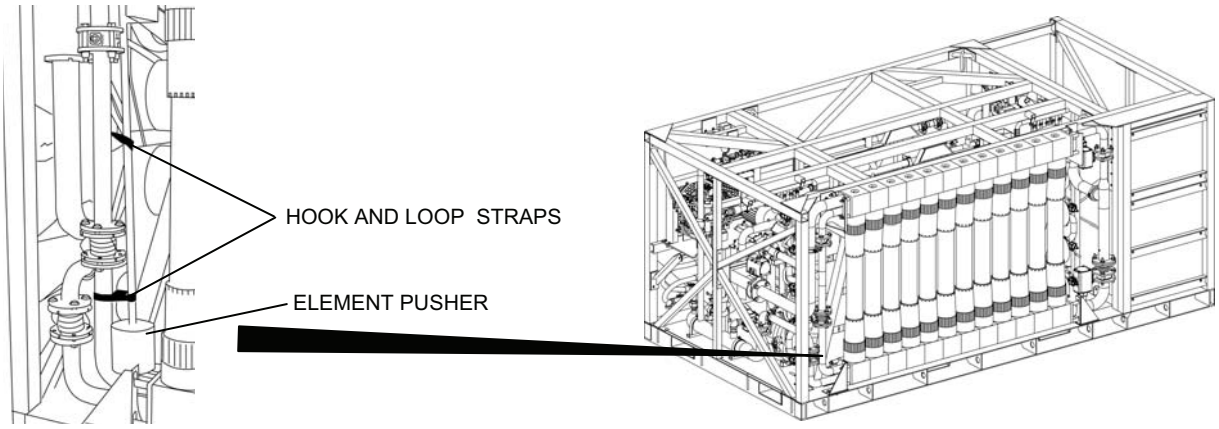

Figure 20. Filtrate Drain/Sample Hose and RO Element Pusher Packout.
19. At the rear of the skid, secure the RO element pusher to the horizontal pipe to the left of the MF filters using two 18-in. hook and loop straps (Figure 20).